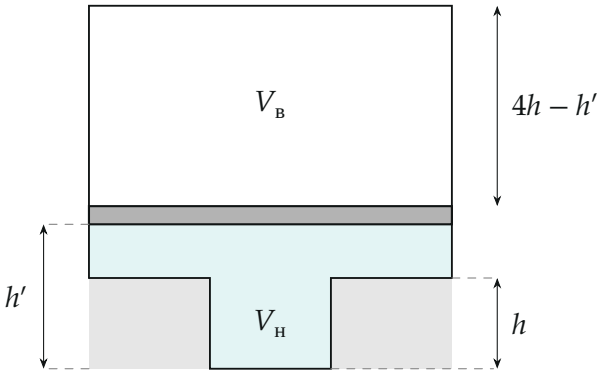

Рис. 3. Поршень в равновесии на высоте h': нижний газ (бирюзовый) занимает нижнее отделение и слой высотой $h' - h$ над опорами.
3. Что меняется после отрыва. Поршень приподнялся, и нижний газ подтекает под всё дно: сила снизу теперь $p_н \cdot 3S$, втрое больше при том же давлении. Равновесие нарушено, поршень поднимается; по мере подъёма нижний газ расширяется, верхний сжимается, и поршень останавливается на высоте h' (рис. 3). Объёмы: